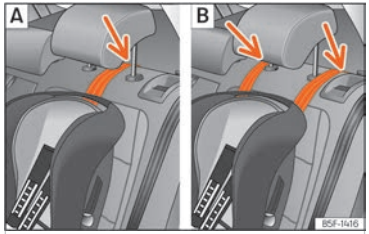

Fig. 42 Rear seats: adjustment and assembly according to the Top Tether belt.
- Position the belt under the headrest (according to the instructions of the seat itself, lift or remove the headrest if necessary) ››› Fig. 42.